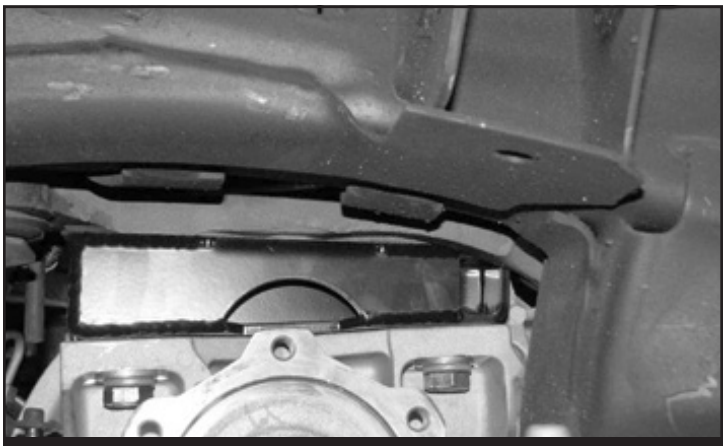

FIGURE 18
18. Locate the FT20625 driver side diff mount and the FT20626 passenger side diff mount. Staring on the driver side, remount the diff with two M12-1.75 x 70mm bolts. **SEE FIGURE 18**